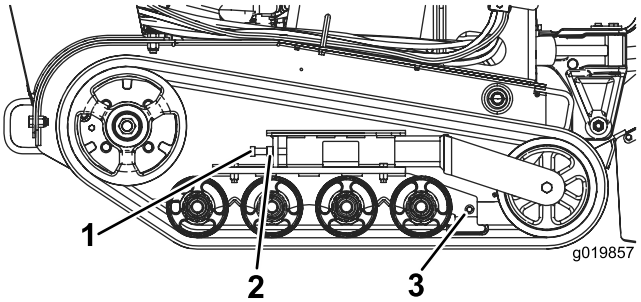

Figuur 48
3. Zet de contramoer van de spanbout van de rupsband los (Figuur 48).
4. Draai de spanbout aan tot 32,5 à 40,7 Nm om de rupsband aan te spannen (Figuur 48).
4. Neem de spanbout en de contramoer weg (Figuur 48).